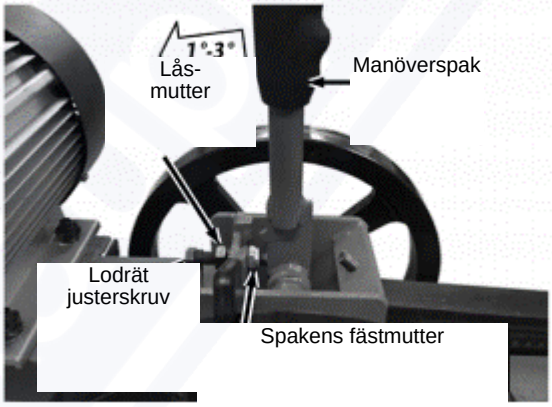

Bild 18
3. För manöverspaken till klyvläget (bild 18).
4. Lossa spakens fästmutter, låsmuttrarna och den lodräta justerskruven med en 17 mm-nyckel (bild 18).